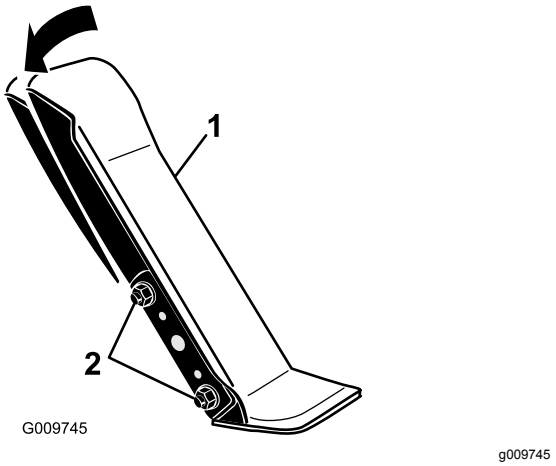

Figur 117
1. Løsne de to mutrene og boltene som fester venstre side av trekkpedalen til braketten (Figur 117).
2. Vipp pedalen til ønsket driftsvinkel og stram til mutrene (Figur 117).